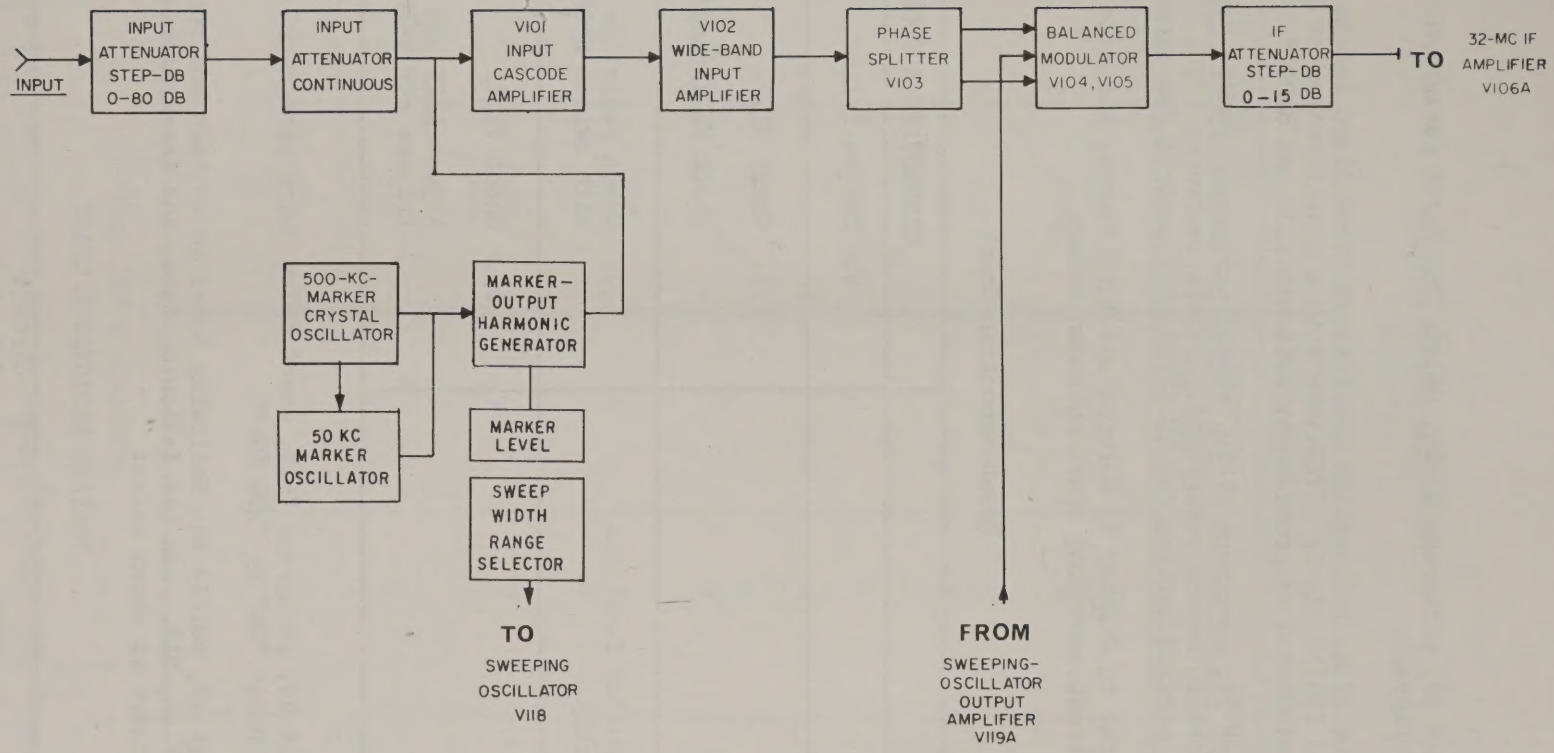

Figure IV-1. Partial Block Diagram - Revised
35. Page 37, Figure IV-1, revise block diagram of Analyzer Section as shown.